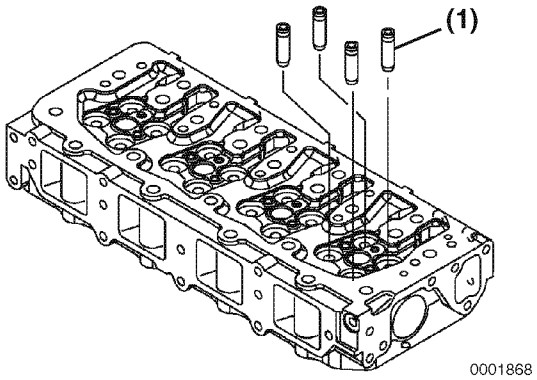

Figure 6-65
2. Immediately after removing the valve guides from the freezer, insert the valve guides **(Figure 6-65, (1))** in their proper positions.